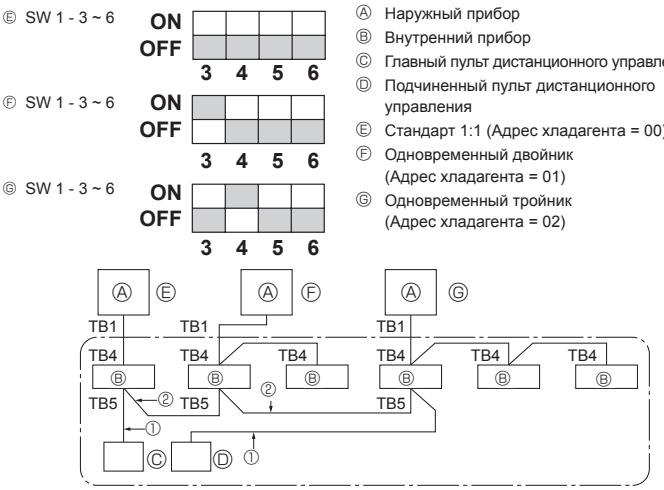

Fig. 9-1
9. Управление системой (Fig. 9-1)